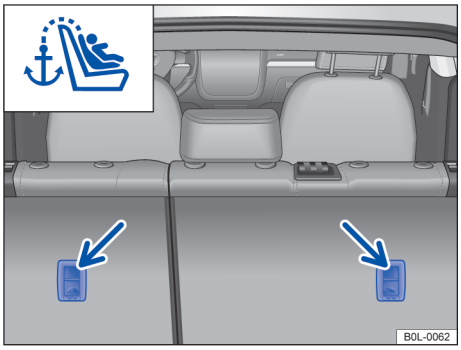

图 35 后排座椅靠背上用于连接顶部固定带的扣环
– 将顶部固定带的挂钩连接到行李箱内后排座椅靠背上的固定环上 →图 35。